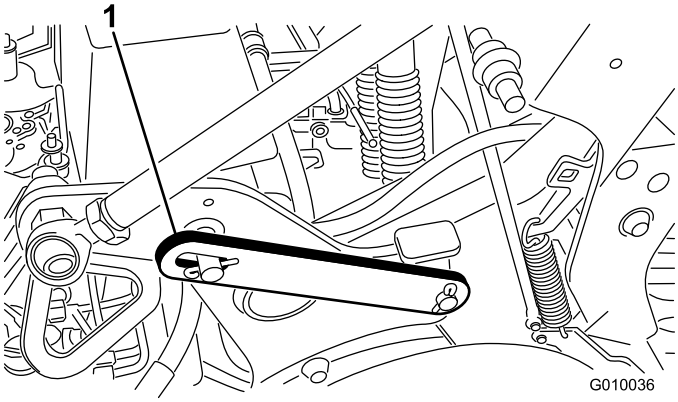

Figur 20
2. Ta bort klipsringen som sikrer servicelåsen i lagringsposisjon (Figur 20).